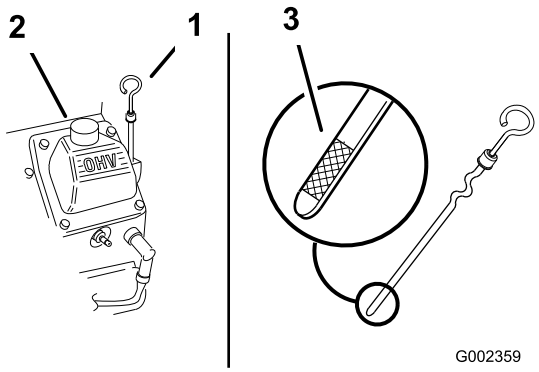

Rysunek 24
3. Oczyść obszar wokół wskaźnika oleju (Rysunek 24), aby brud nie wpadł do otworu napełniania i nie uszkodził silnika.
4. Odkręć wskaźnik poziomu oleju i wyczyść końcówkę (Rysunek 24).
5. Wsuń wskaźnik poziomu oleju jak najgłębiej do otworu wlewu, ale nie wkręcaj go w szyjkę wlewu (Rysunek 24).
6. Powoli wlej około 80% oleju określonego gatunku do szyjki wlewu (Rysunek 24).